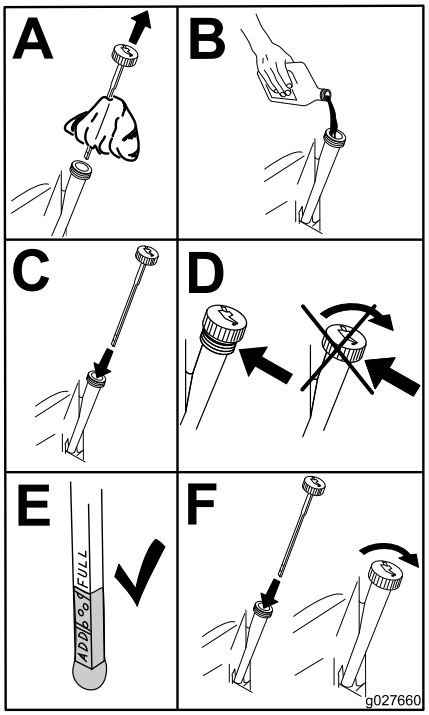

Figuur 41
4. Giet langzaam ongeveer 80% van de gespecificeerde olie in de vulbuis en voeg langzaam de rest van de olie toe tot het peil de markering **Vol** bereikt (Figuur 41).